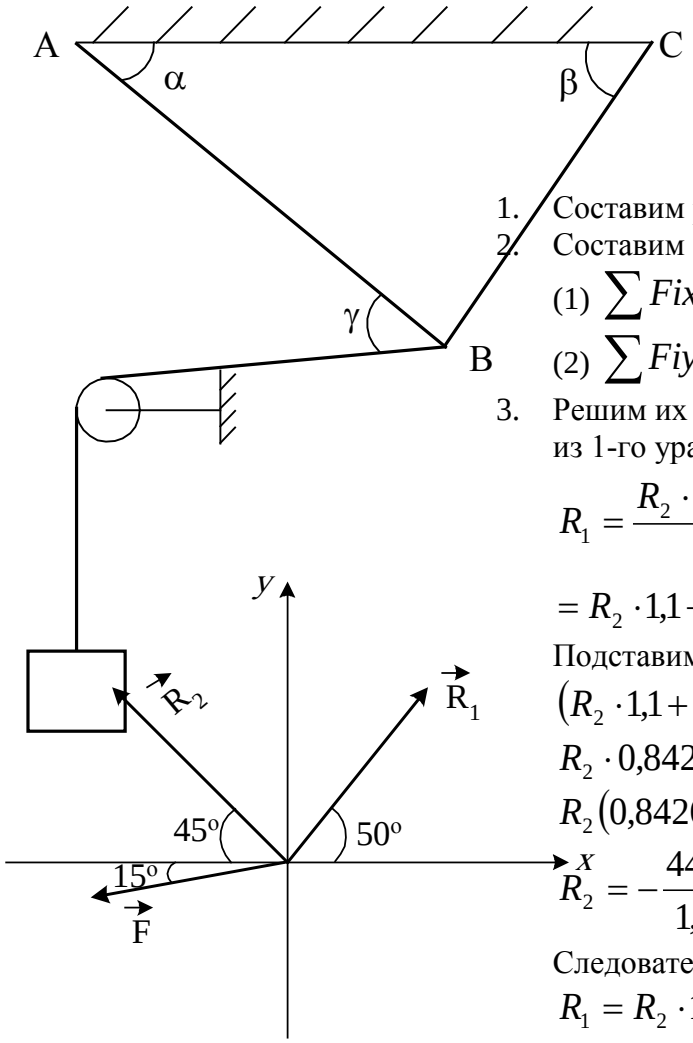

рис. 1
1. Составим расчетную схему (рис. 1)